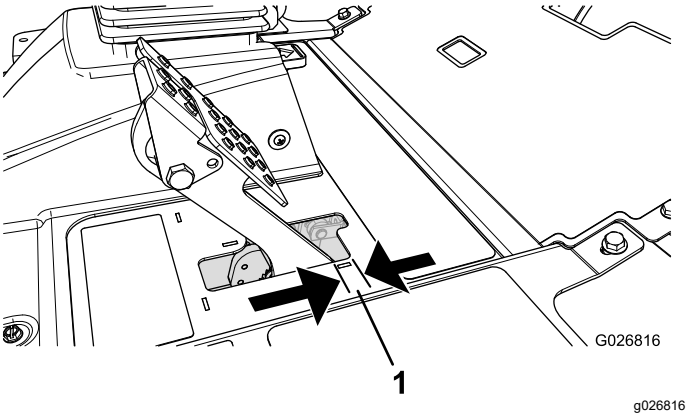

Figura 138
4. Apăsai uor pedala de frână; măsurai distana pe care se deplasează pedala fără a întâmpina rezistenă (Figura 138).
Notă: Reglai frânele atunci când pedala de frână are o cursă liberă mai mare de 2,5 cm (Figura 138) sau când este necesară o foră de apăsare mai mare pentru frâna de parcare.
6. Strângei piuliele din spate pentru a deplasa cablul spre spate până când pedalele de frână au o cursă liberă de 6 până la 13 mm (Figura 138), înainte ca frâna de parcare să blocheze roile.